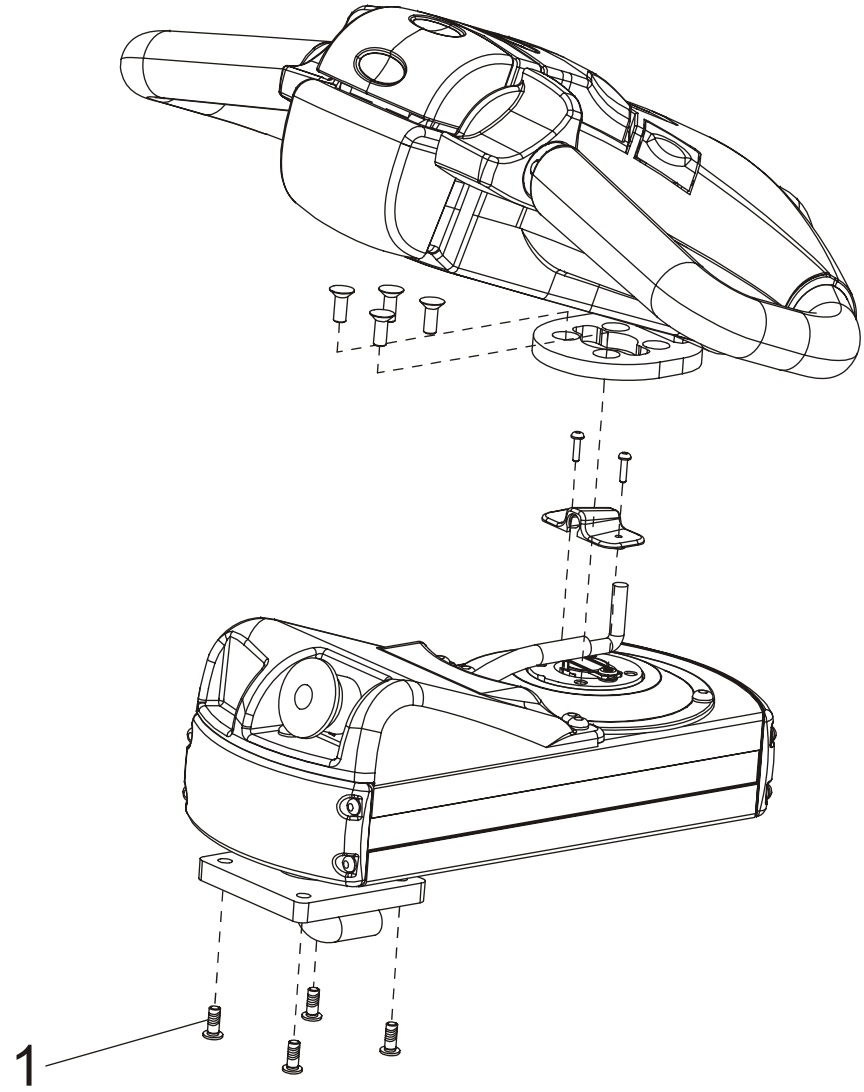

Fig. 25 Lenkaggregat
- Entfernen Sie das Lenkaggregat von der Abdeckung Fig. 25 (1).